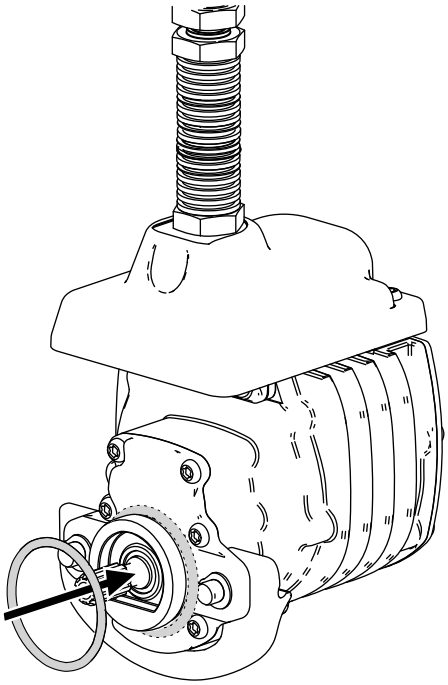

Figura 8
3. Montate un O-ring su ciascun motore dei cilindri, come illustrato nella Figura 8.